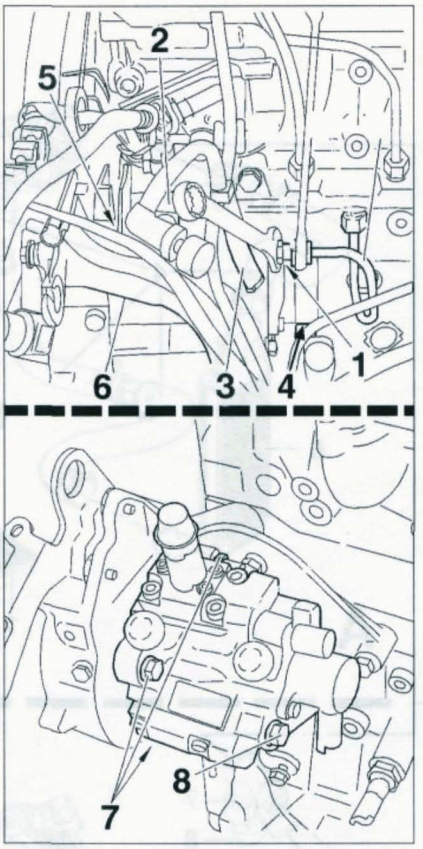

FIGURE 1-19
- Déposer la canalisation haute pression (1) **(figure 1-19)**.
- Débrancher les canalisations d'alimentation (2) et de retour (3) **(figure 1-19)**.
- Sur la pompe, débrancher les connecteurs de désactivateur de 3e piston (5) et du régulateur haute pression de carburant (4) **(figure 1-19)**.
- Déposer et écarter le faisceau électrique (6) **(figure 1-19)**.
- Déposer les fixations avant (7) et arrière (8) de la pompe et la dégager **(figure 1-19)**.